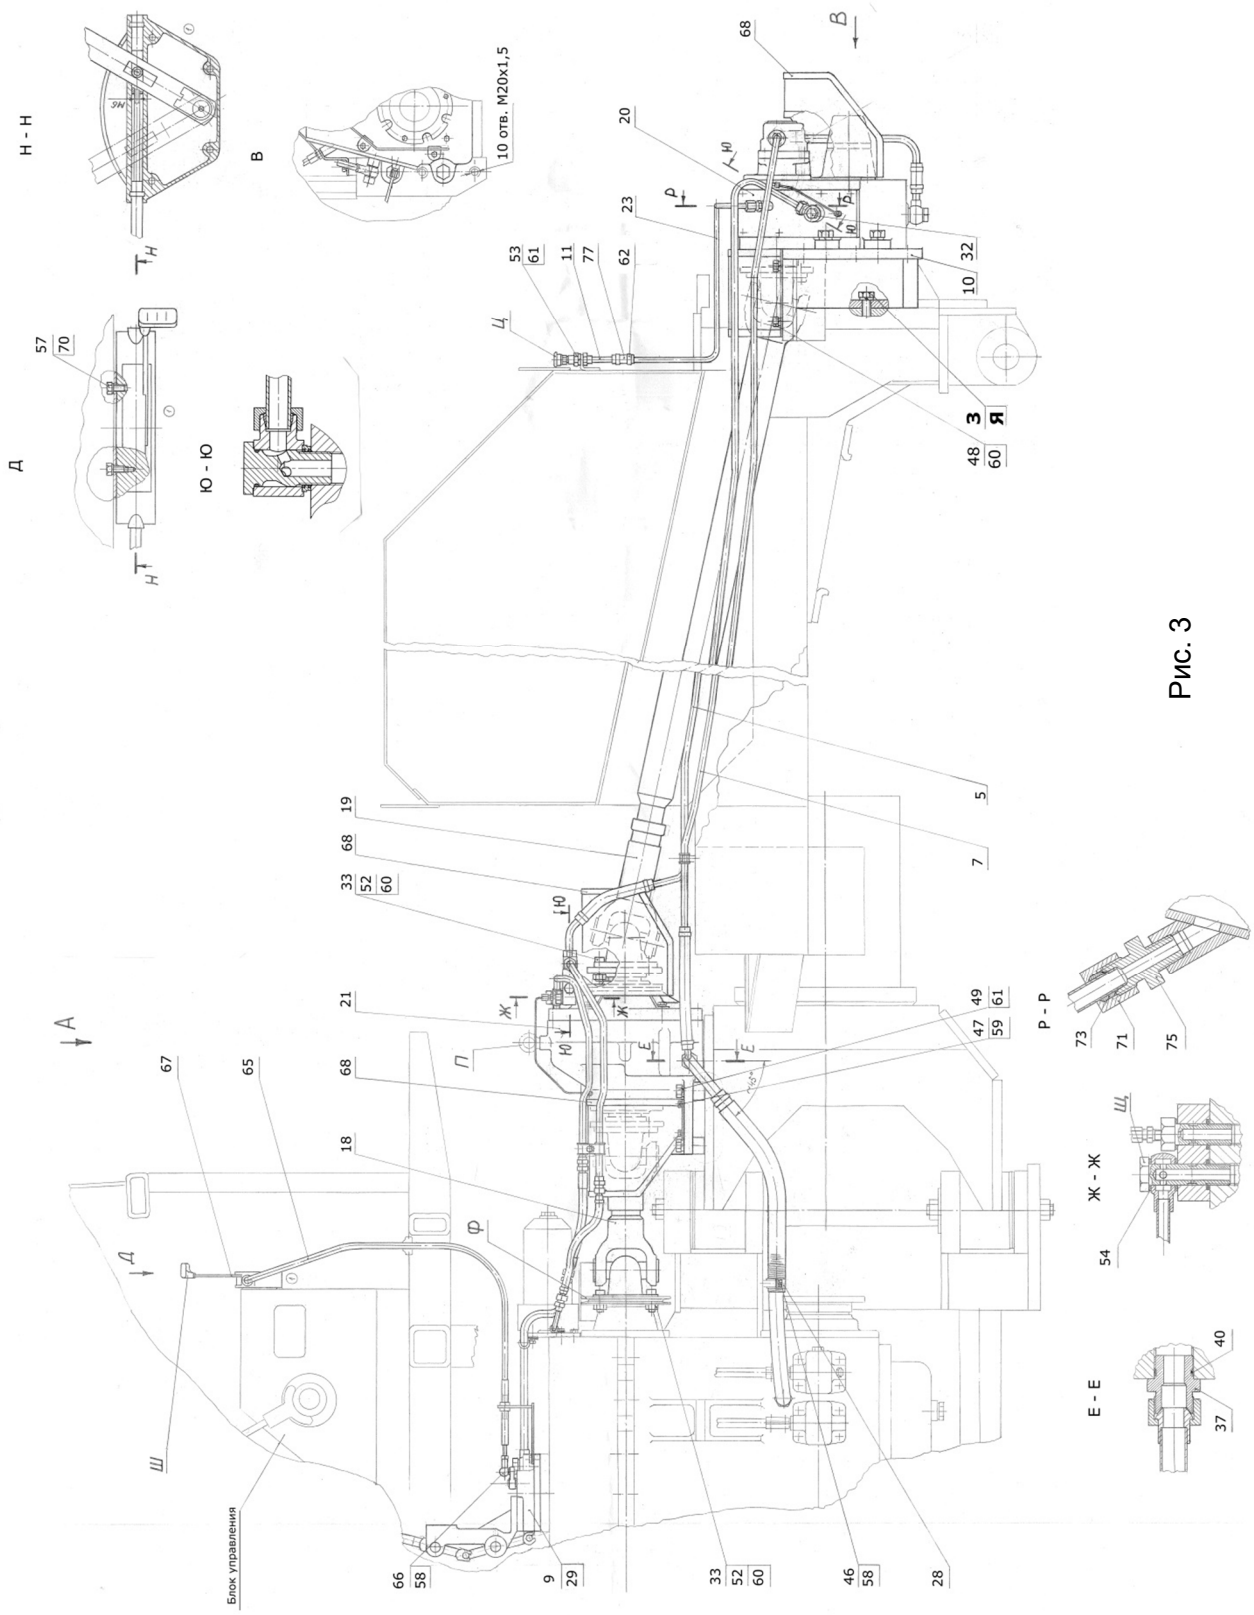

Рис. 3
3.2.2 Производить сборку и монтаж МОМа на трактор в соответствии с рис. 3, 4. Номера позиций на чертеже соответствуют порядковым номерам перечня (листы 2…4).
– демонтировать основание 744Р-2800060-01 и на его место установить основание поз. 10 (рис. 3), закрепив его штатными болтами "З" с шайбами "Я". Момент затяжки болтов 45^{+5} кг·м;